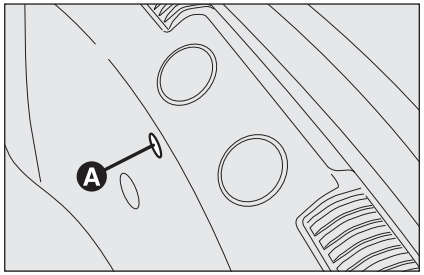
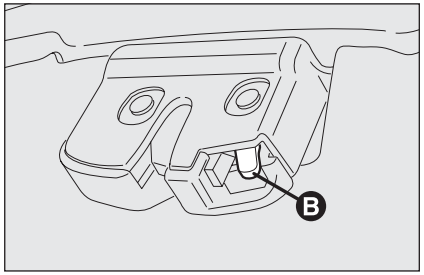

rys. 4 A0E0269m
rys. 5 A0E0263m
- ❒ wyjąć śrubokręt z pojemnika z narzędziami i w komorze bagażnika (na przegrodzie tylnej) wsunąć go do gniazda **A-rys. 4** i następnie nacisnąć na zaczep **B-rys. 5**.